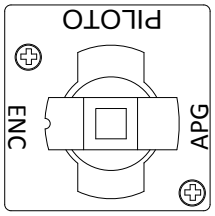

Figura 2
3. Con el piloto encendido, presione y gire lentamente la perilla a la posición encendida ON (vea la Figura 2 más arriba). Una vez encendido el piloto, el quemador se encenderá automáticamente siempre que el termostato se fije sobre su ajuste más bajo o si el controlador pide calor.